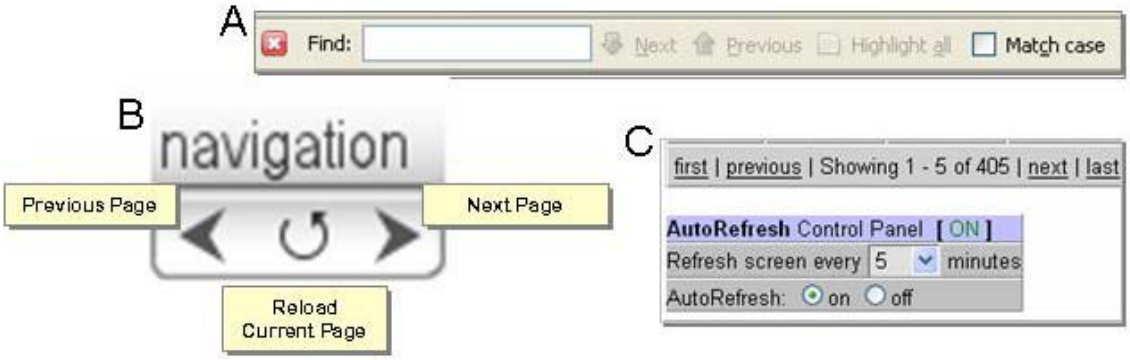

Figure 15.6-2. Order Manager GUI Tools: Find (A), Navigation (B), and Refresh (C)
- The browser menu option, **Edit, Find in this Page (Ctrl+F)** features a keyword search of the data within the current screen (page) display. When active, the Find tool (Figure 15.6-2 OM GUI Tools, Frame A) is accessible at the lower panel of page.